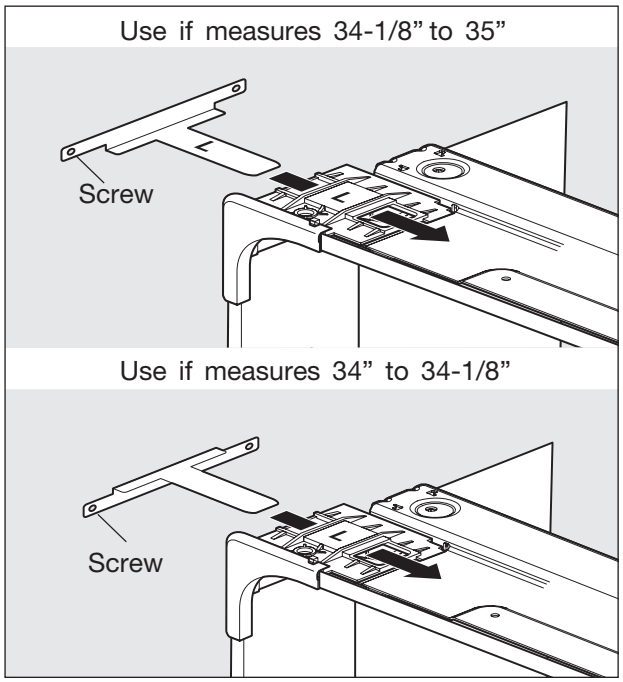

Figure 2-7. Side Mount Cabinet Clips
a. Side Mount Cabinet Clips (Preferred Method of attachment) (See Figure 2-7)
NOTE: Install side mount brackets before unit is installed into the cabinet. Insert screws into the front holes of the mounting clips only. (See Figure 2-7)